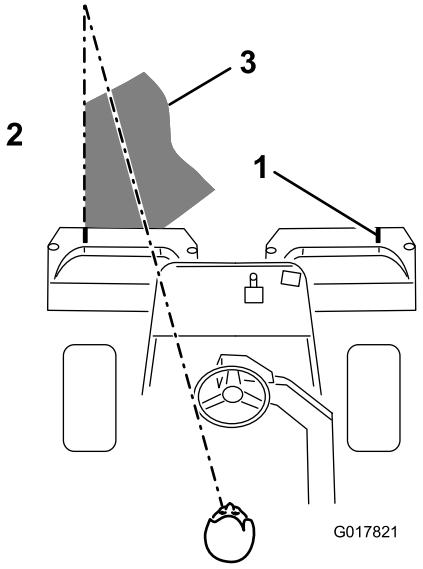

**Figur 41**
3. Överlappa den tidigare klippremsan så lite som möjligt under nästkommande vända. Etablera en tänkt siktlinje ca 1,8 till 3 m framför maskinen så att du klipper i en rak linje över greenen och håller maskinen på ett jämnt avstånd från förra klippvändans kant (Figur 41). En del tycker att det är användbart att inkludera rattens ytterlinje som del i siktlinjen, d.v.s. att hålla rattkanten i linje med en punkt som alltid är på samma avstånd från maskinens framkant ( Figur 41).